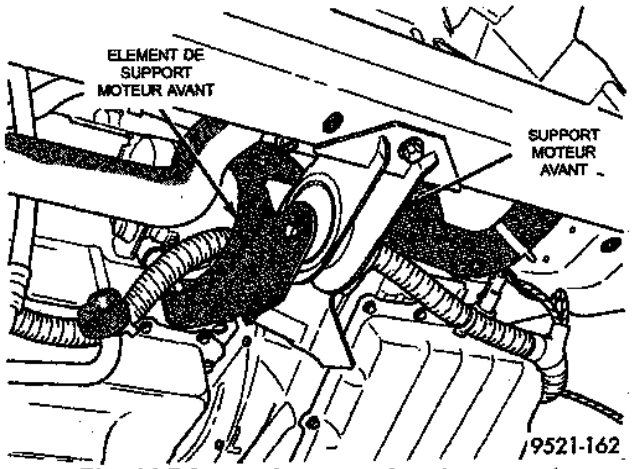

Fig. 44 Dépose du support moteur avant
(19) Déposer le silentbloc de support moteur avant et l'élément de support (Fig. 44).